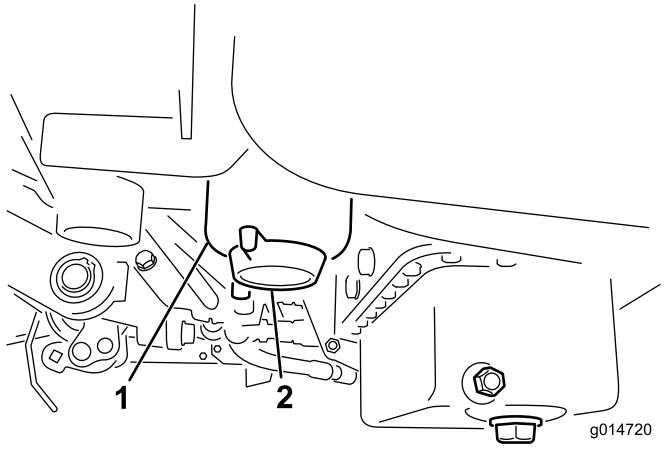

Figuur 46
2. Reinig de omgeving van de plaats waar de filterbus wordt gemonteerd (Figuur 46).
4. Open de filteraftapplug (Figuur 46).